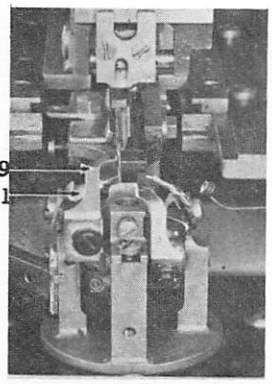
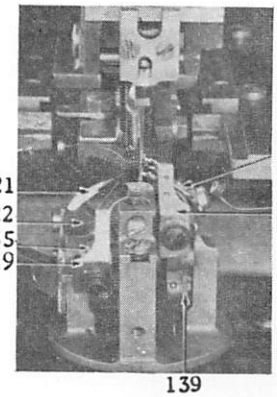

Fig. 22 Showing Correct Timing of Non-threaded Looper
Fig. 23 Showing Correct Timing of Threaded Looper
Should the cutting space be changed, it will be necessary to adjust the left hand loop retainer (119, Fig. 22) to the left or the right as instructed on page 29.
turn until the operating plate (50, Fig. 12) rides on the start segment (51, Fig. 12), allowing the machine to be turned by hand. Place non-threaded looper (121, Fig. 22) on seat of looper carrier (122, Fig. 23) and turn machine until the needle bar, after descending to its lowest point, has risen so that the timing mark on needle bar is even with top of top needle bar bushing, and the point of the non-threaded looper has advanced to center of the needle. At this position, the point of the non-threaded looper should be adjusted to center of needle, as shown in Fig. 22, and adjusted sidewise so that it just clears the needle.
Turn hand wheel over until looper (123, Fig. 23) can be inserted on looper carrier seat (122, Fig. 23), then turn machine until the needle bar, after descending to its lowest point has risen so that the timing mark on needle bar is even with top of top needle bar bushing and the point of the threaded looper has advanced to the center of the needle. At this position, the looper point should be adjusted to center of needle, as shown in Fig. 23, and adjusted sidewise so that it just clears the needle.
The above adjustment of the adjusting nuts (135) on the looper driving bar (134) should position the loopers correctly so that the point of the threaded looper (123, Fig. 23) and non-threaded looper (121, Fig. 22) will be at the center of the needle on their respective strokes when the needle bar has risen, so that the timing mark on needle bar is even with the top of needle bar bushing. It may be found that the point of one of the loopers is ahead or back of the center of the needle. If such is the case, make sure that the distance between the points of the loopers is 9/32 inch on the 299U130 machine and 5/16 inch on the 299U110 machine. Then readjust the adjusting nuts (135) for the looper driving bar (134) up or down, as the case may be, to bring the point of the looper to the center of the needle. Any adjustment of the looper driving bar moving the looper to or from the center of needle will throw the other looper in the opposite direction, therefore each looper should be checked with respect to its own dip of the needle.
The loop retainer driving bar adjusting nuts (137) should now be positioned to raise or lower the driving bar (22), thus positioning the left hand loop retainer seat on the carrier (255, Fig. 23) in a vertical position when loop retainer driving bar (22) is at its uppermost throw. When the correct position of loop retainer driving bar is obtained, turn hand wheel until the loop retainer driving bar is at its lowest point and check if the right hand loop retainer seat on the carrier is in a vertical position or not. Should the loop retainer seat
be out of vertical position, it should be corrected by adjusting the eccentric bushing (139, Fig. 23). This should bring the needle down through the center of the loop made by the horn of the respective loop retainers. Should the needle not penetrate the center of the loop, it will be necessary to adjust the loop retainer by removing or adding shims as referred to on pages 28 and 29. After making the adjustments to the looper driving bar (134) and the loop retainer driving bar (22), ratchet the machine as referred to on page 46 to see that there is no bind to the adjusting nuts as the looper bracket (132) is rotated.
When replacing a looper driving crank (131, Fig. 4) to the looper frame (129, Fig. 4), position the looper driving crank gear in proper mesh with the looper driving gear so that the timing marks on each gear are in line with each other. Turn the looper driving crank until the set screw on the crank gear is downward and holding the driving gear and crank gear in this position, turn the looper driving crank (131) so that the 3/16 inch hole (V, Fig. 4) in its flange is to the left and the lower edge of hole is over and exactly in line with the top edge of the left hand counterbored screw hole in the flange of the looper driving crank bushing which is directly under the flange of the looper driving crank (131) when looper frame is in an upright position, then slightly tighten set screw. Now place looper frame on the machine as instructed on pages 29 and 30. After making sure that the looper driving bar (134, Fig. 4) is assembled with the lower adjusting nut (135, Fig. 4) flush with the lower end of the looper driving bar (134), as instructed on page 31, set the non-threaded looper (121, Fig. 23) so that the forward edge of the non-threaded looper (121) seat is flush with the forward edge of the seat on the looper carrier (122, Fig. 23). Turn the hand wheel until the needle bar, after descending to its lowest point on the depth stitch, has risen so that the timing mark on needle bar is even with the top of top needle bar bushing and advance or retard the looper driving crank (131) a very slight amount until the point of the non-threaded looper (121) is opposite the center line of the needle. (This may be done by turning the hand wheel over until it is noted that the looper driving crank remains stationary and holding the hand wheel in this position and with a punch striking the 3/16 inch hole (V, Fig. 4) in the flange of the looper driving crank.) Now turn the hand wheel over until the needle bar, after descending to its lowest point on the slit stitch, has risen so that the timing mark on needle bar is even with the top of top needle bar bushing, then position the point of the threaded looper (123, Fig. 23) so it is opposite the center line of the needle. Carefully measure the distance between the points of the non-threaded looper (121, Fig. 23) and the threaded looper (123). Should the distance be greater than 9/32 inch on the 299U130 machine (5/16 inch on the 299U110), turn the looper driving crank (131) a slight amount in a counterclockwise direction while holding the hand wheel or should the distance be less than 9/32 inch (5/16 inch), turn the looper driving crank (131) a slight amount in a clockwise direction. Now proceed as before to bring the needle bar to the timing mark on the depth stitch and reposition the non-threaded looper (121) to the center of the needle and then bring the needle bar to the timing mark on the slit stitch and reposition the threaded looper (123) to the center of the needle. Great care must be taken in positioning the looper driving crank and the two loopers so that the distance between their points is exactly 9/32 inch (5/16 inch) and their points are exactly at the center of the needle on its respective vibration when the needle bar has risen to the timing mark on the needle bar. Now make sure there is no end play in the bearing of the looper driving crank (131) after which the pin hole for the looper driving crank may be drilled and reamed.
When replacing a loop retainer driving crank (140, Fig. 4) to the looper frame (129, Fig. 4), position the looper driving crank gear in proper mesh with the looper driving gear so that the timing marks on each gear are in line with each other. Hold the driving gear and crank gear in this position, turn the loop retainer driving crank (140) so that the 3/16 inch hole (W, Fig. 4) in its flange is to the right, exactly in line with the right hand counterbored screw hole in the flange of loop retainer driving crank bushing which is directly under the flange of the loop retainer driving crank (140) when looper frame is in an upright position, then slightly tighten set screw. Now place looper frame on the machine as instructed on pages 29 and 30. After making sure that the loop retainer driving bar (22, Fig. 4) is assembled with the lower adjusting nut (137, Fig. 4) 5/64 inch below the extreme end of the driving bar (22) as instructed on page 31, assemble the right hand loop retainer (124, Fig. 23) to the loop retainer carrier seat in relation with the loopers as instructed on page 28. The right hand loop retainer (124) should be set so that it will be stationary at its extreme advance throw when the needle is descending on the slit stitch and also should be adjusted so that the horn of the right hand loop retainer will catch the loop held on the non-threaded looper (121, Fig. 23) as explained on page 28. This may be done by turning the hand wheel over until it is noted that the loop retainer driving crank (140) remains stationary and holding the hand wheel in this position, turn the loop retainer driving crank (140) clockwise or counterclockwise as required by striking the 3/16 inch hole (W) in the flange of loop retainer driving crank with the use of a punch. When above adjustment is made, the left hand loop retainer will also be correctly positioned. After correct position is obtained, remove the looper frame from machine and securely tighten the loop retainer driving gear set screw. Now make sure there is no end play in the bearing of the loop retainer driving crank (140) then proceed to drill each side of the hub of the loop retainer driving crank gear half way into the shaft. After reaming the hole to proper depth, remove the gear from the shaft end of the loop retainer driving crank and thoroughly clean out all chips and burr the shaft where the pin hole breaks through and reassemble the parts onto the looper frame with the timing marks of the two gears in line with each other.